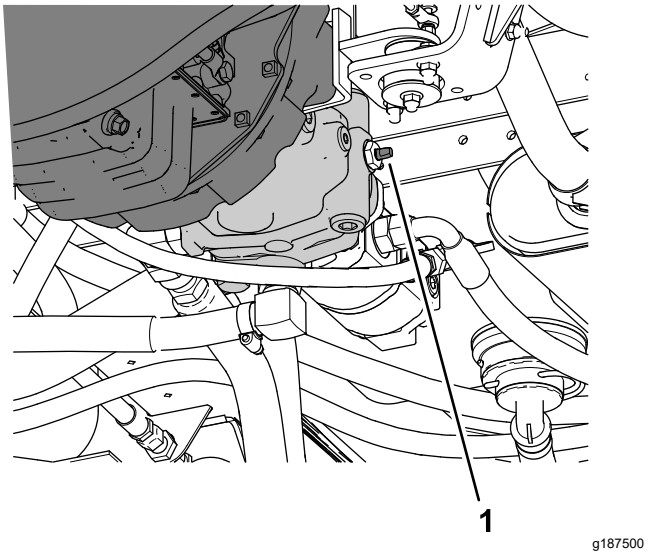

Figur 60
3. Öppna bogserventilen (Figur 60) genom att vrida den 90 grader åt valfritt håll.